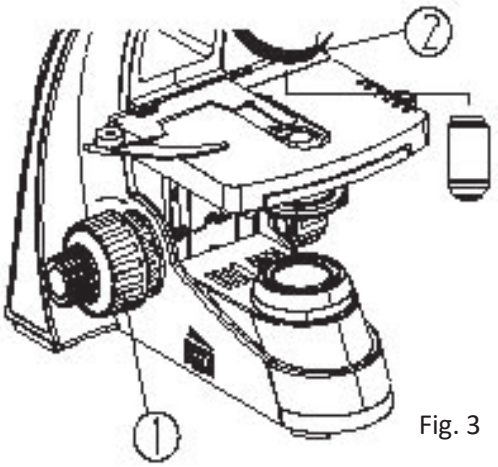

Fig. 3
- Gire el control macrométrico ① hasta la posición más baja de la platina (fig. 3)
- Instale los objetivos en orden de menor a mayor en el revolver ②